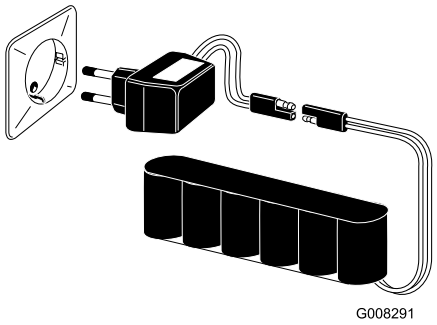

Figuur 27
3. Sluit de acculader aan op de accu (Figuur 27).
4. Steek de oplader in een stopcontact en laad de accu **24 uur** op (Figuur 27).